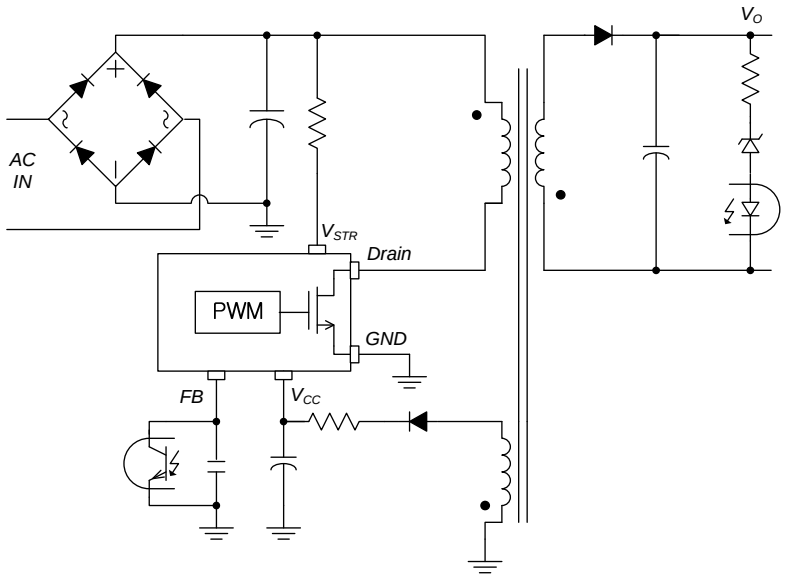

Figure 1. Typical Application Circuit
6. Repetitive peak switching current when the inductive load is assumed: Limited by maximum duty (D_{MAX}=0.74) and junction temperature *(see Figure 1)*.